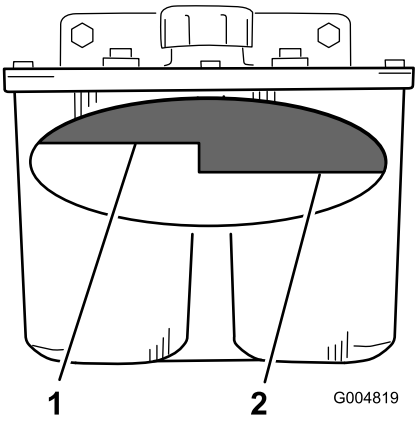

Figuur 61
2. Reinig de omgeving van de vulbuis en de dop van de hydraulische tank (Figuur 61).
3. Verwijder de dop van de vulbuis. Kijk in de vulbuis om te controleren of er nog vloeistof in het reservoir is (Figuur 61).
Opmerking: Het vloeistofpeil moet aan de bovenkant van de Warm-markering op de keerplaat staan als de vloeistof warm is (Figuur 61).